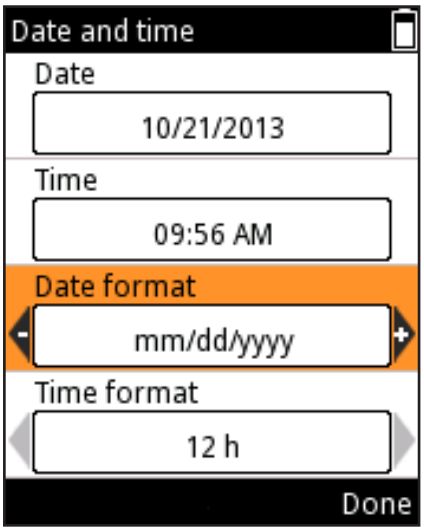

図 D58
6. 日付と時間の形式は、 、 を使って変更することができます(図 D58)。